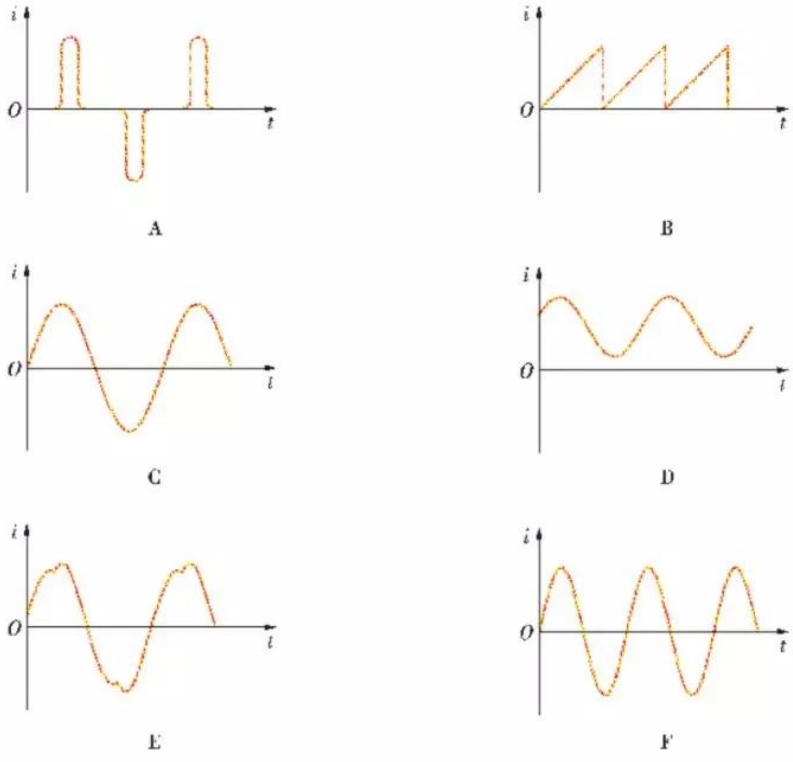

图 1–26
2. 图 1–26 画出了示波器上显示的 6 种电流随时间变化的图像，其中属于交变电流的是　　，属于正弦交变电流的是_____。
4. 图 1–27 为某正弦交变电流的图像，求其最大值、周期和频率，并写出该电流的瞬时表达式。
5. 测电笔检测交流电路时，氖管两端的交流电压 $u = 50 \sin 314t$ (V)。已知氖管两端电压必须达到 $25\sqrt{2}$ V 时才能发光，则此测电笔氖管在一个周期内发光的总时间为多长？通电 1min 内，氖管发光的次数是多少？